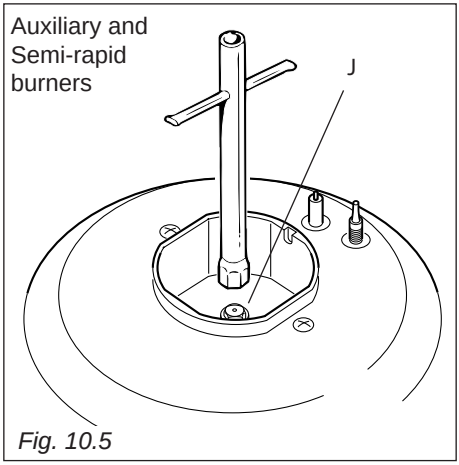

Fig. 10.5
- Using a wrench, substitute the nozzle injectors “**J**” (figs. 10.5, 10.6) with those most suitable for the kind of gas for which it is to be used.